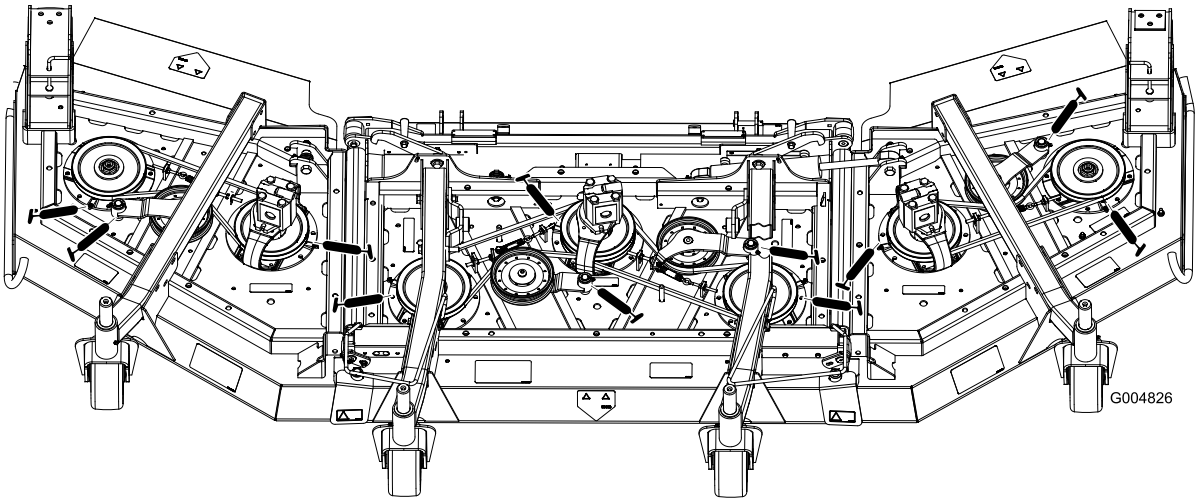

図 43
- スピンドルのシャフトのベアリング3ヶ所プーリの下(図 43)
- アイドラアームのピボットブッシュ2ヶ所図 43